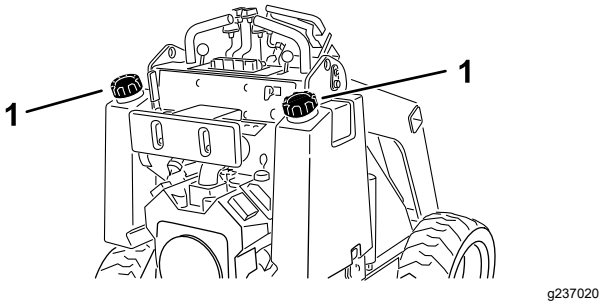

**Figuur 8**
3. Reinig de omgeving van de tankdop en verwijder deze (Figuur 8).